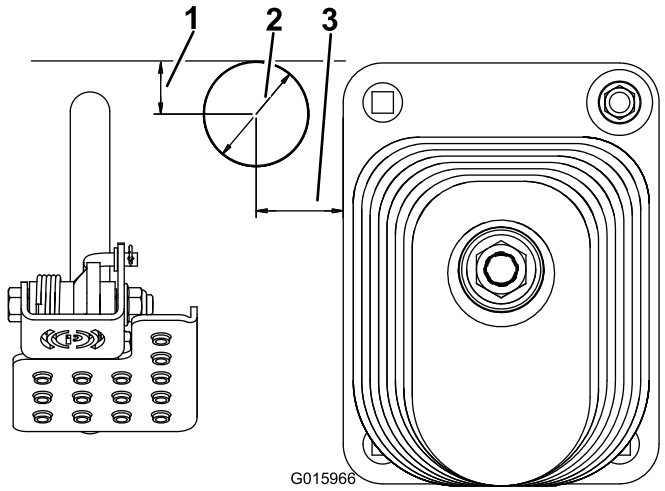

Figuur 4
2. Aan de hand van de afmetingen in Figuur 4 bepaalt u de locatie om een gat met een diameter van 51 mm in de vloerplaat te boren. Markeer deze locatie en boor het gat.